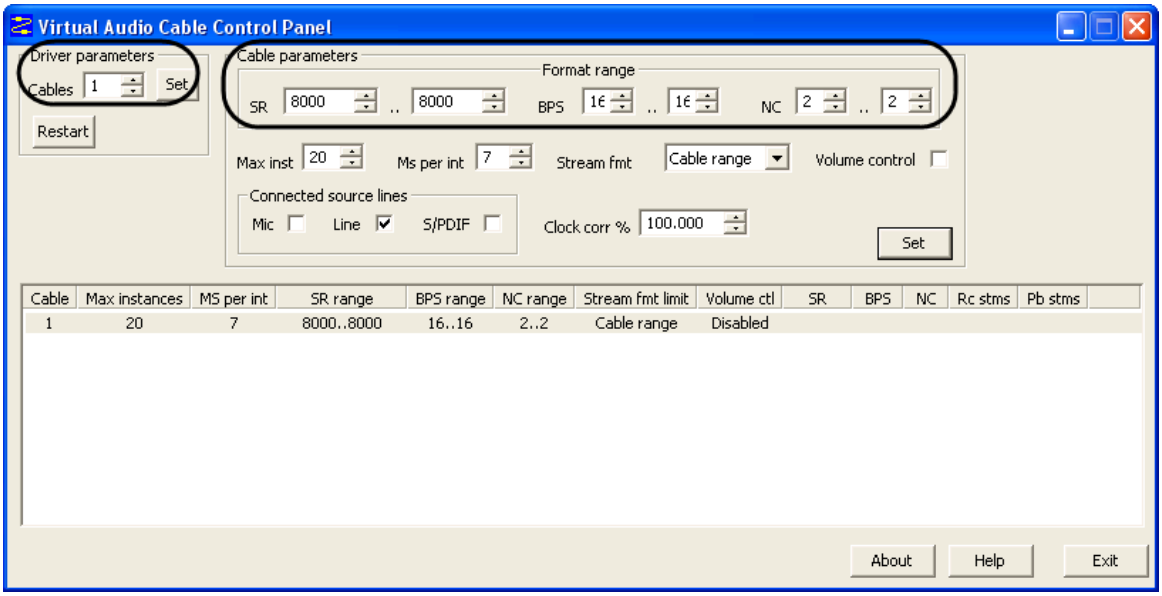

Figure 8.8-37. Example of setting up the Virtual Audio Cable for transmitting the audio signals to IP-device Bosch
1. Install Virtual Audio Cable driver and set it in accordance with Figure 8.8-37, Table 8.8-1.